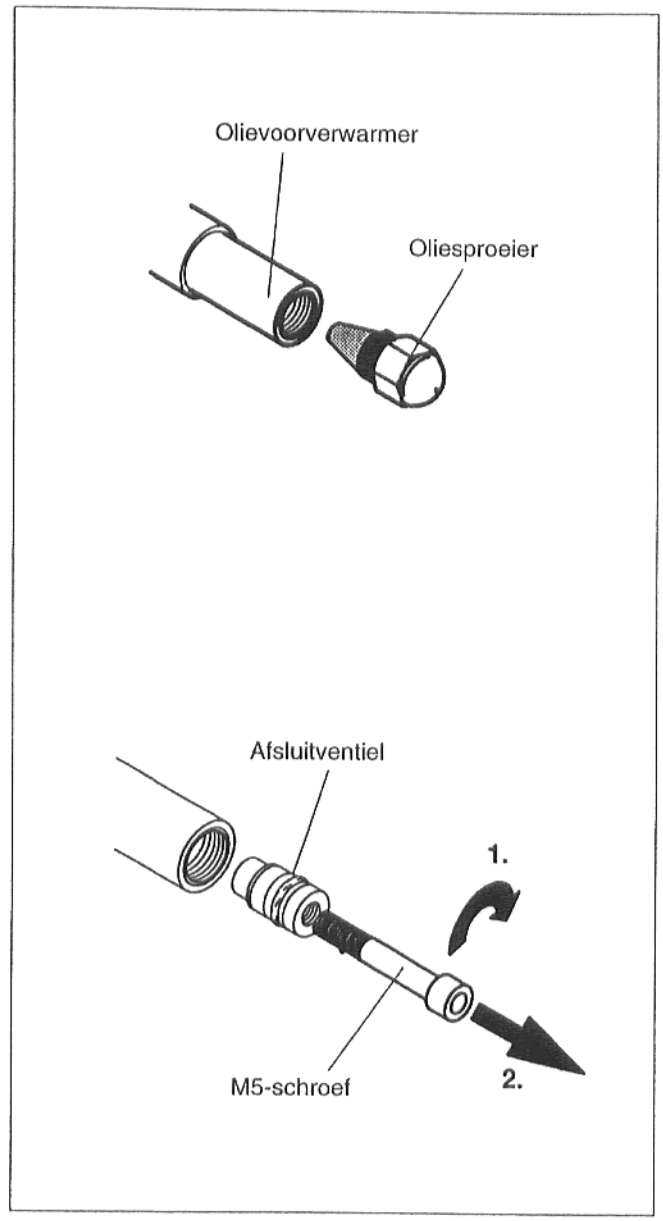

Afb. 20
- Verstuiver uitschroeven (afb. 20).
- M5-schroef (ca 50 mm lang) inschroeven (afb. 20).